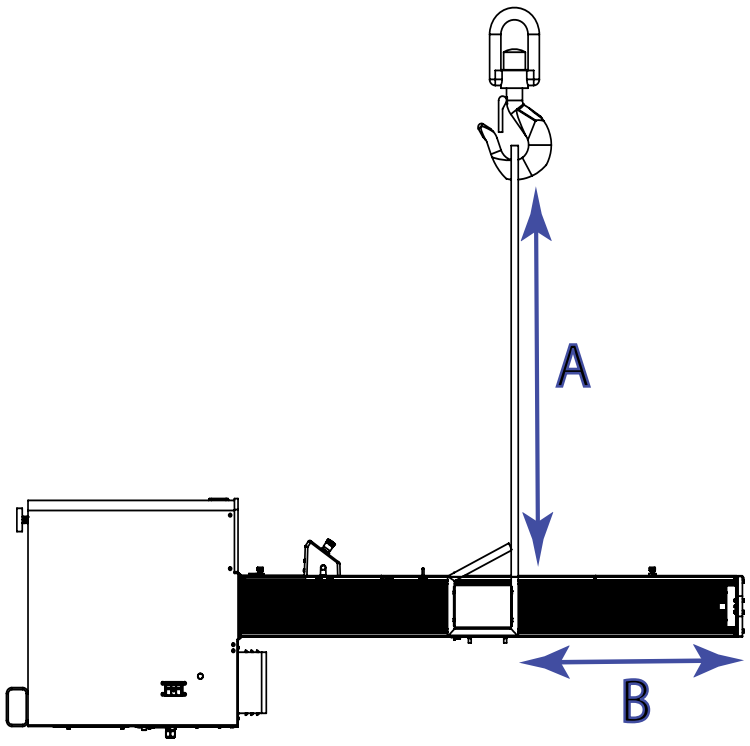

Figure 23. Fixation des élingues de levage
2. Attachez les deux élingues de levage à la traverse et fixez-les au crochet de la grue comme indiqué à la Figure 23 à la page 80 . Si vous utilisez des chaînes au lieu d'élingues, enveloppez la traverse et la plaque supérieure d'un matériau protecteur pour les protéger des rayures et des éraflures.
La longueur de l'élingue (A dans Figure 23 à la page 80) doit être supérieure à la distance requise pour franchir la plaque supérieure(B dans Figure 23 à la page 80). Cela garantit que le crochet n'endommagera pas le bâti pendant le levage.